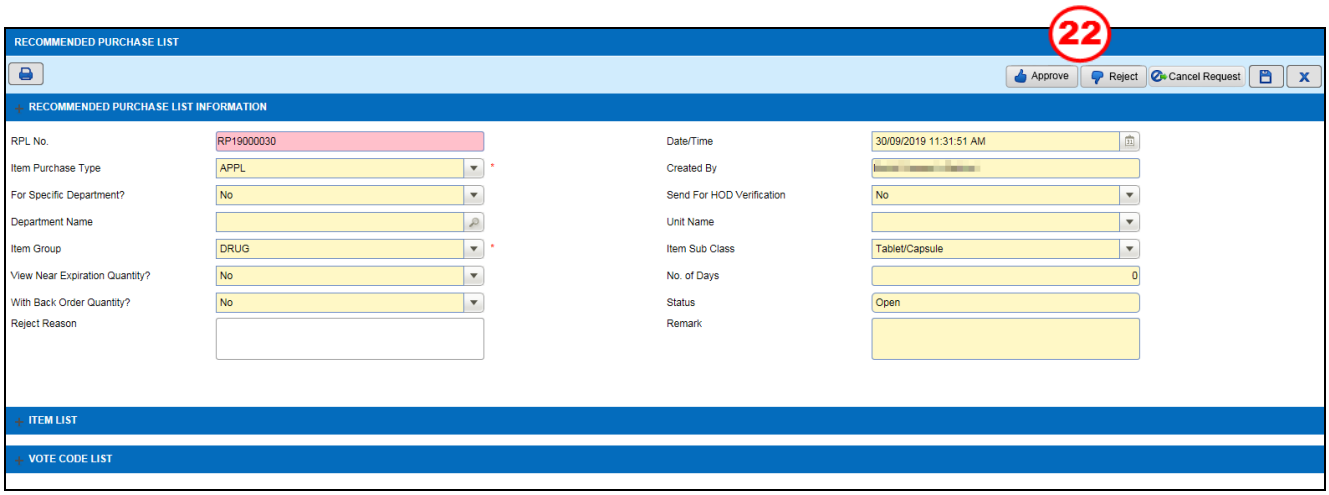

Figure 3.1.2-23 RPL Approval
- Approve, Reject *and* Cancel Request *will be displayed after the transaction is successfully saved as shown in Figure 3.1.2-23*